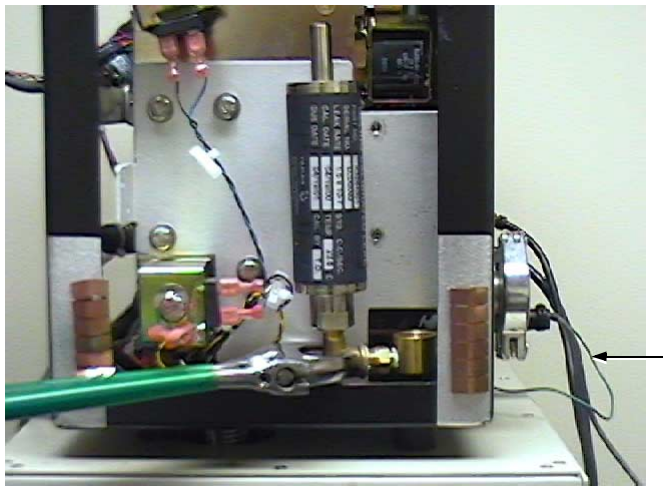

Figure 4-10 Elbow Flat Secured with Crescent Wrench
3. Hold the flats of the nut on the swagelok fitting (elbow) below the calibrated leak with a crescent wrench (Figure 4-10).
Figure 4-10 (and others that follow) show the side panel of a leak detector that is using a dry pump. It is connected to a compression box and the wire supplies valve logic. If your leak detector is not a dry configuration, you will not use a compression box and will not see this connection.